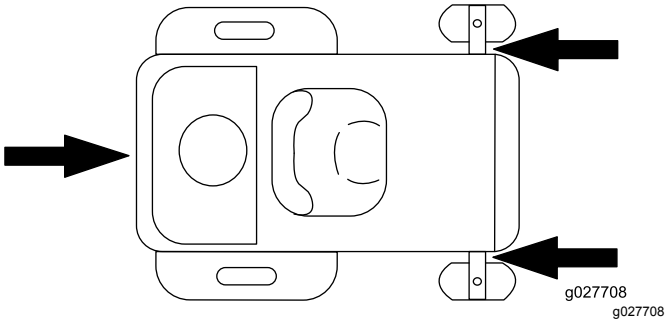

Figuur 40
6. Zet de machine vast bij de voorste zwenkwielen en de achterbumper; gebruik hierbij spanbanden, kettingen, kabels of touwen (Figuur 40). Raadpleeg de lokale vereisten inzake de bevestiging van machines.